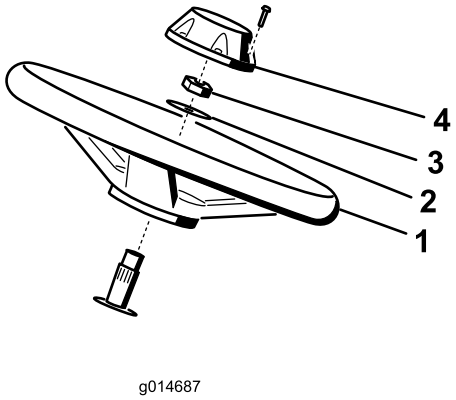

Figur 5
1. Sæt rattet på ratstammen (Figur 5).
2. Sæt spændeskiven på ratstammen (Figur 5).
3. Fastgør rattet til akslen med en kontramøtrik og spænd den til 27-35 Nm (Figur 5).
4. Sæt hætten på rattet, og fastgør den med en skrue (Figur 5).